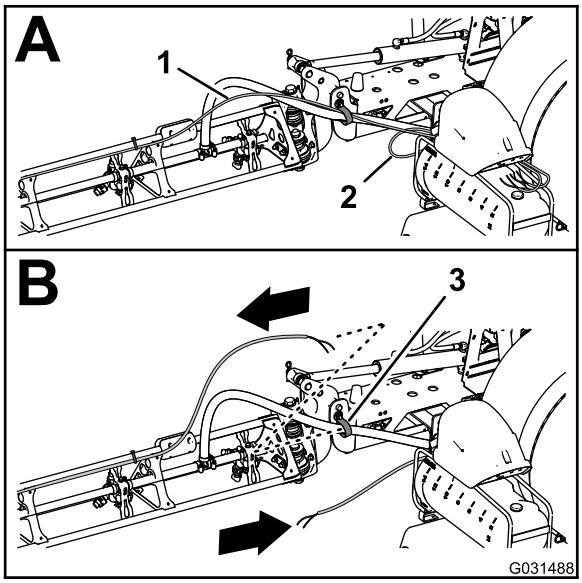

Figur 24
5. Flytt slangene for skumdysene på venstre og høyre bomseksjon bakover og gjennom R-klemmen nær omdreiningspunktet for bomseksjonen (Figur 24).